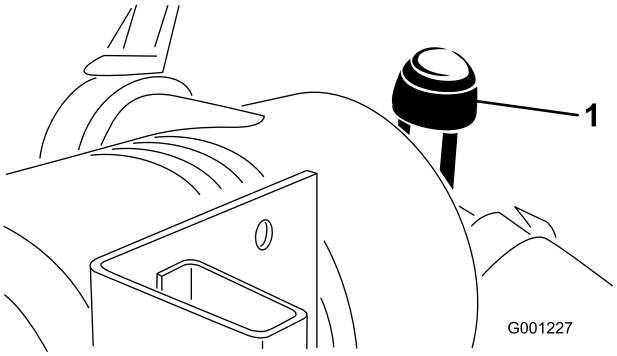

**Figur 45**
- Efterse luftfilteret, når advarselslampen for luftfilter (Figur 45) lyser rødt eller for hver 450 timer (hyppigere under ekstremt støvede eller snavsede forhold). Udfør ikke for mange serviceeftersyn på luftfilteret.
9. Nulstil advarselslampen (Figur 45), hvis den lyser rødt.